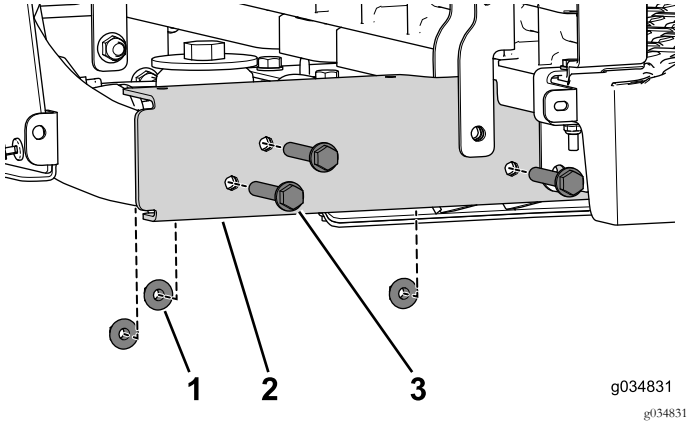

Figure 17
4. Retirez les 3 boulons à embase (3/8" x 2½") et les écrous (Figure 17). Procédez de même des deux côtés de la machine.